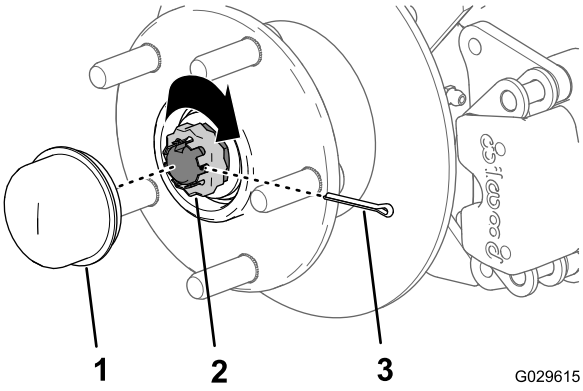

Figura 36
8. Montate il fermo sul dado e controllate l'allineamento della scanalatura sul fermo con il foro del mandrino per la coppiglia (Figura 36).
9. Montate la coppiglia e piegate ciascuna asticella attorno al fermo (Figura 36).
10. Montate il coperchietto antipolvere sul mozzo (Figura 36).